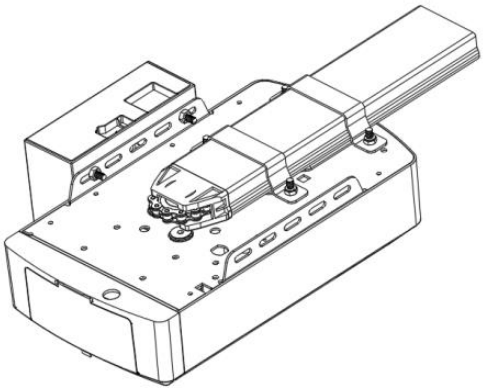

Abb. 12
SCHRITT 2 (Abb.12)
Verbinden Sie die Batterie mit dem Öffner, siehe Abb.12.